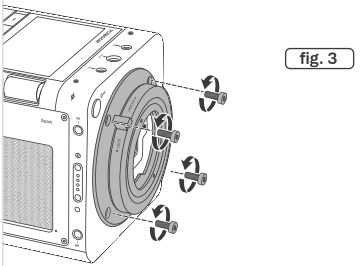

fig. 3
2. Desserrez progressivement les quatre vis de l'adaptateur (3) avec une clé Torx T8, en tournant dans le sens inverse des aiguilles d'une montre (fig. 3).